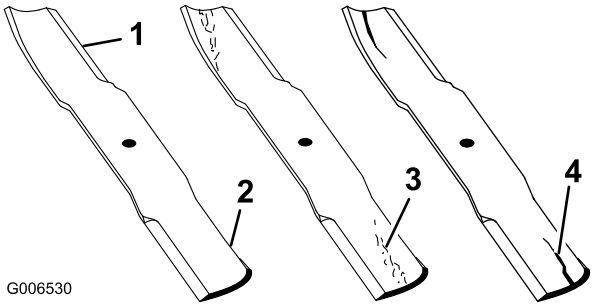

Figur 52
1. Kontrollera eggarna (Figur 52).
2. Kontrollera knivarna, särskilt den böjda delen (Figur 52).
Obs: Montera omedelbart en ny kniv om du upptäcker skador, slitage eller om ett spår har bildats i detta område (del 3 och 4 i Figur 52).